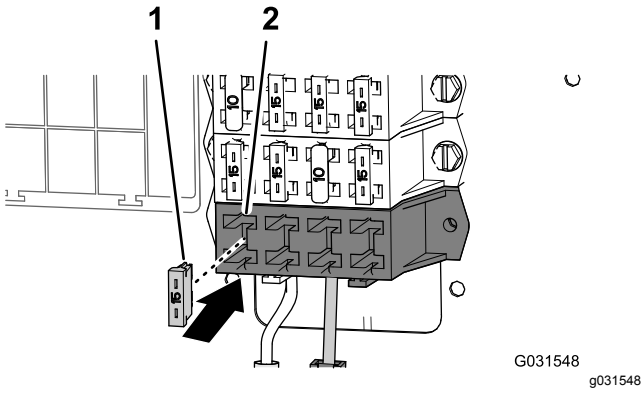

Figur 207
2. Monter 15 A-sikringen i sokkelen som du fant i den ekstra sikringsblokken (Figur 207).